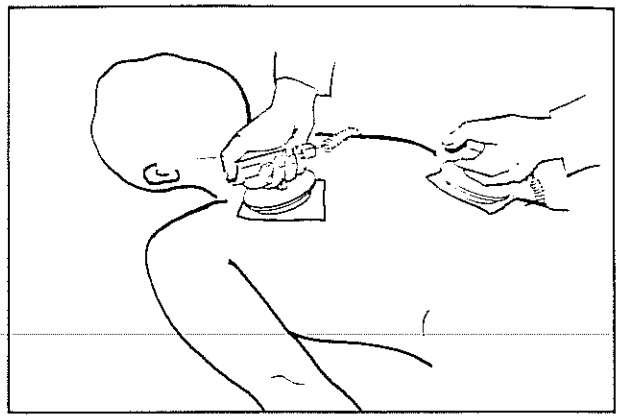

Bild 7
- Elektroden auf den Thorax aufsetzen und fest andrücken (Bild 7)
- Taste (3) CHARGE an der APEX-Elektrode kurz drücken: Energiespeicher wird geladen
- (9) zeigt die in 50 Ω abzugebende Energie an
- Nach Aufleuchten der Kontrollampe (7) und Ertönen des Summers (Anzeige der in 50 Ω abzugebenden Energie an (9)) an beiden Elektroden innerhalb von 16 s Tasten drücken: die nächste R-Zacke löst den Defibrillationsimpuls aus